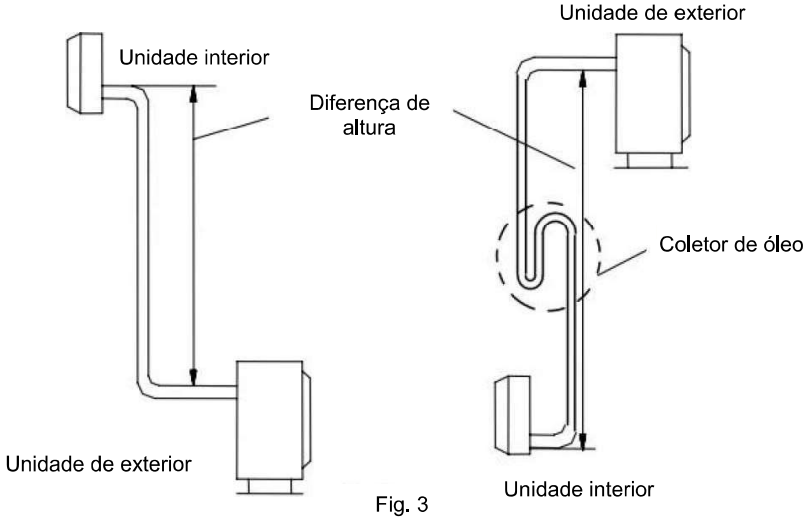

Fig. 3
- Se a posição de instalação da unidade exterior for mais alta do que a unidade interior e a tubagem for maior do que 10 m, adicione um coletor de óleo na tubagem de gás por cada 8 m. (Fig. 3)